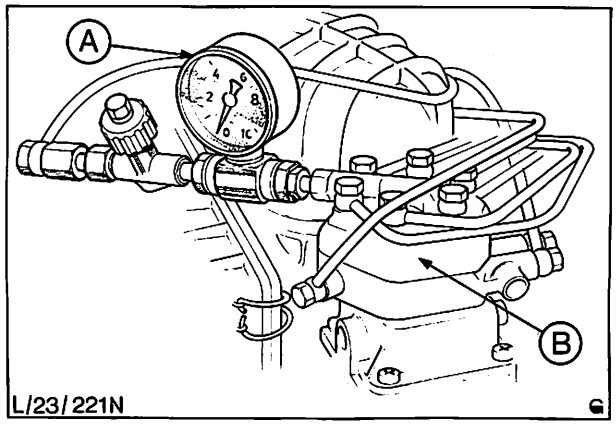

Abb. 49 Druckprüfgerät an Zufuhrleitung – Warmlaufregler angeschlossen
B) Druckprüfgerät 23-011 an die Warmlaufregler-Auslaßleitung anschließen, Abb. 49.